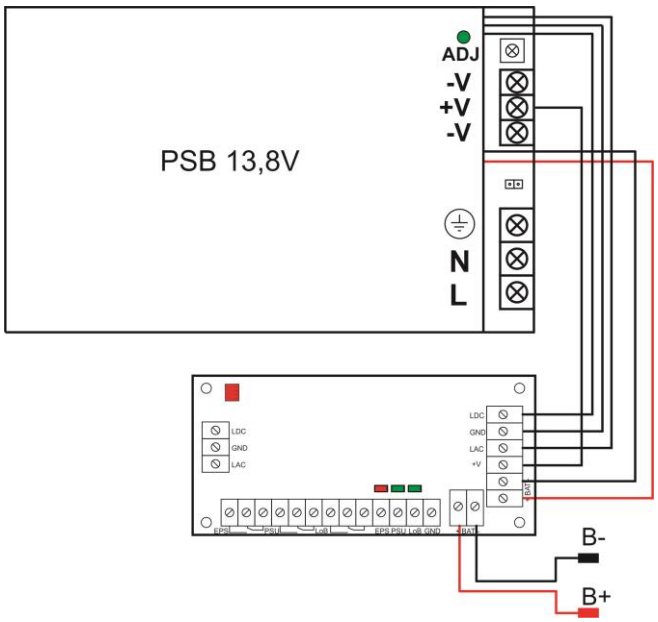

Fig.2 Esquema de la conexión del módulo de la fuente de alimentación PSB.
3. Cortar los cables BAT+, BAT- en la fuente de alimentación PSB 13,8V, aislar y conectar al módulo siguiendo el esquema (fig. 2).